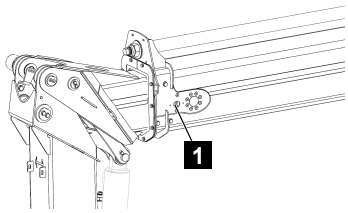

Fig. 202
3. Fully telescope out the upper boom. While telescoping in and out, the wire ropes can be greased with wire rope spray through the openings (Fig.202/1) on the profiles and checked. (see information on wire rope check below).